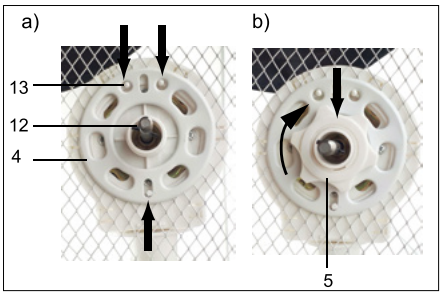

Fig.2: Montage hinteres Schutzgitter
2. Drehen Sie das Ganze um, so dass jetzt die Unterseite von Sokels und der Basis zu sehen ist, Abb. 2, b).
3. Schrauben Sie die Basis mit den Kreuzschlitzschrauben (2) im Uhrzeigersinn fest.
4. Schieben Sie das hintere Schutzgitter (4) auf die Achse (12) und die Zentrierstifte (13) des Motorblocks. Siehe Abb. 2, a).
5. Schieben Sie die Sechskantmutter (5) auf die Achse vor das hintere Schutzgit ter und drehen Sie diese im Uhrzeiger sinn fest. Siehe Abb. 2, b).